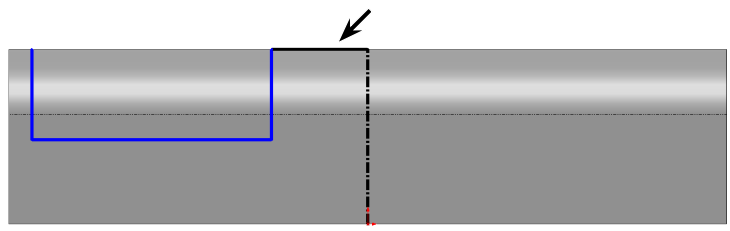

Fig. 13
Step 6. Sketch **four** lines, **Fig. 13**. Don't forget line along the top edge of part up to the centerline.